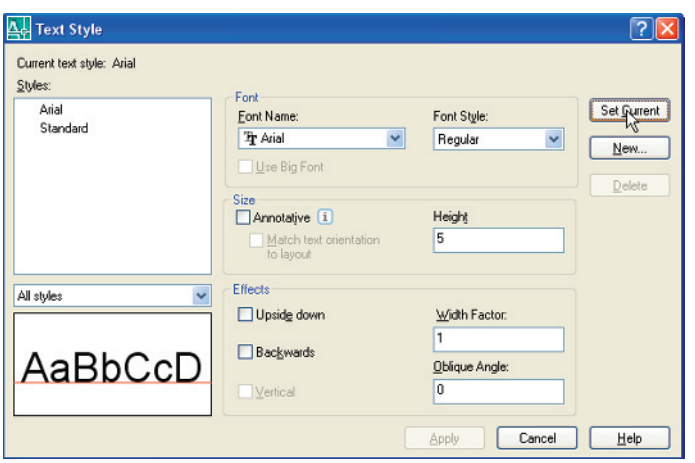

Fig. 4.8 The **Text Style** dialog
2. The **Text style** dialog appears (Fig. 4.8). In the dialog, *enter* **5** in the **Height** field. Then *left-click* on **Arial** in the **Font name** popup list. **Arial** font letters appear in the **Preview** area of the dialog.